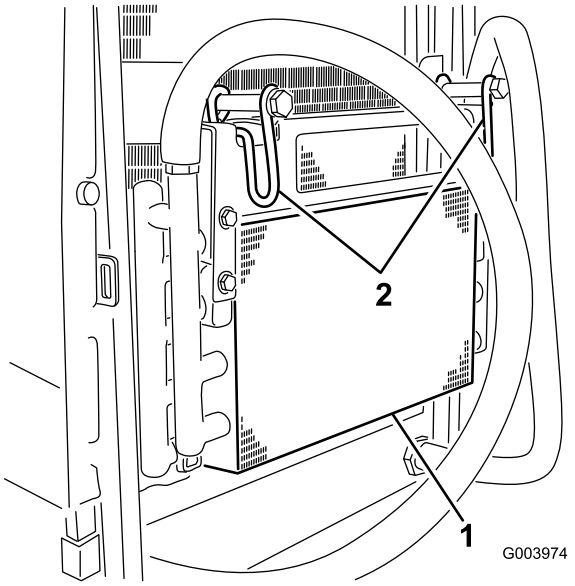

Figur 62
5. Drej låsehåndtagene indad, så oliekøleren løsgøres (Figur 62).